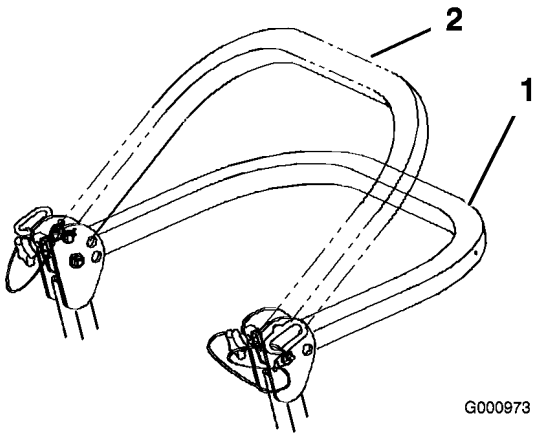

Figur 6
3. Sænk styrtbøjlen til sænket position. Der er to sænkede positioner. Se Figur 6 for at få vist positionerne.